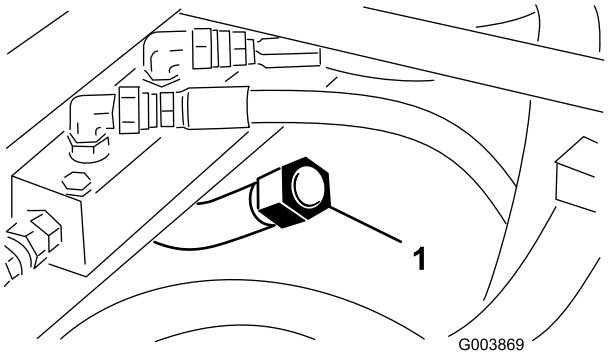

Figur 27
3. Skru målepinddækslet af påfyldningsstudsen (Figur 27), og tør den af med en ren klud.